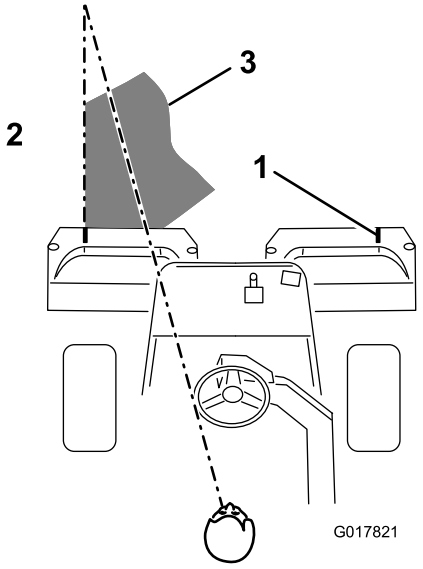

Figur 41
3. Överlappa den tidigare klippremsan så lite som möjligt under nästkommande vända. Etablera en tänkt siktlinje ca 1,8 till 3 m framför maskinen så att du klipper i en rak linje över greenen och håller maskinen på ett jämnt avstånd från förra klippvändans kant (Figur 41). En del tycker att det är användbart att inkludera rattens ytterlinje som del i siktlinjen, d.v.s. att hålla rattkanten i linje med en punkt som alltid är på samma avstånd från maskinens framkant (Figur 41).